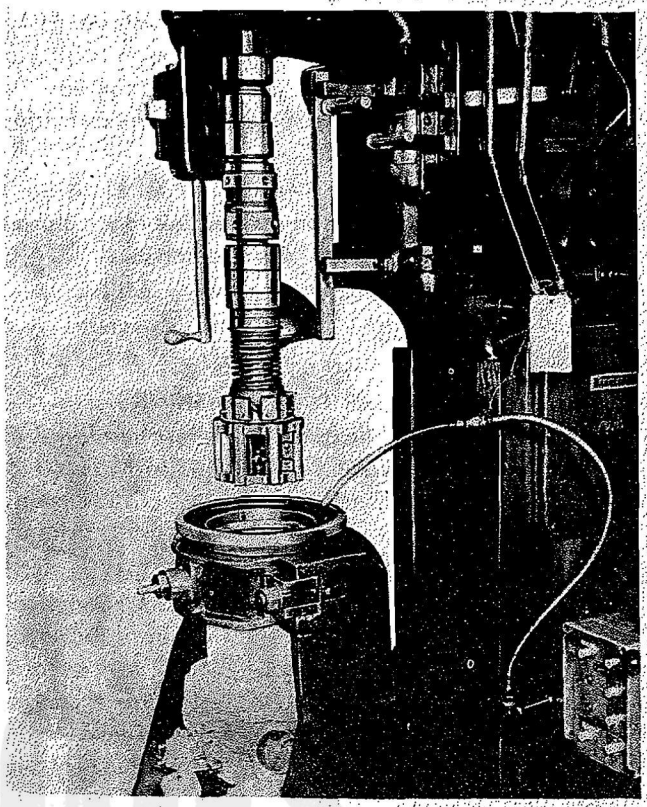

Figure 171—Honing Cylinder Bore
(1) Cylinders that evidence excessive corrosion pitting, large sharply defined hollow spots, or score marks that cannot be removed by lapping should be honed. Refer to Figure 171. If it is necessary to remove more than .005 in. of material to correct for excessive taper, out-of-round, or scoring in a cylinder barrel, grinding should be done since a hone tends to follow the contour of a worn cylinder bore. Honing should be used in moderation to produce a surface finish suitable for lapping. All barrels must be lapped after honing.